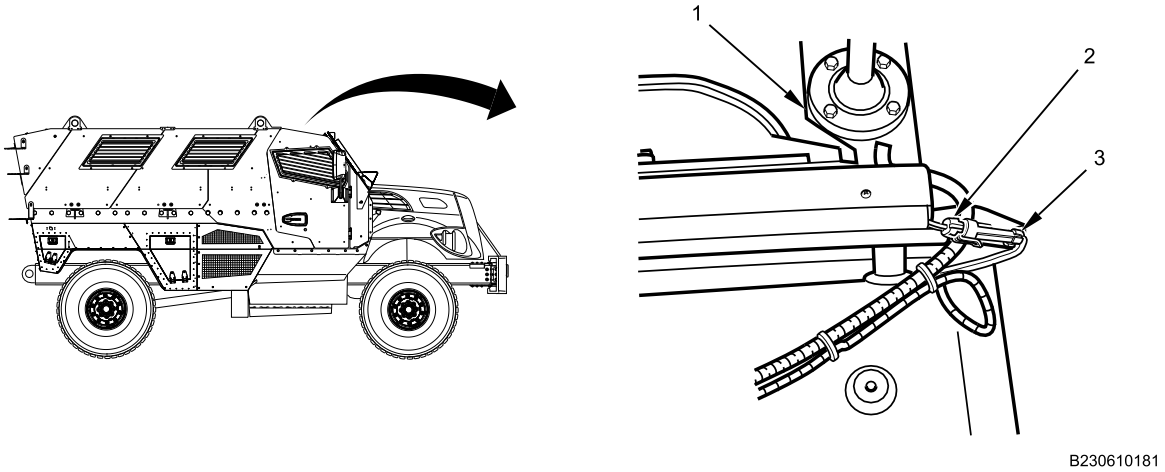

Figure 5. Front Clearance Light Bar Connector.
3. Connect power connector (Figure 5, Item 3) to front clearance light bar connector (Figure 5, Item 2) next to front clearance light bar (Figure 5, Item 1).